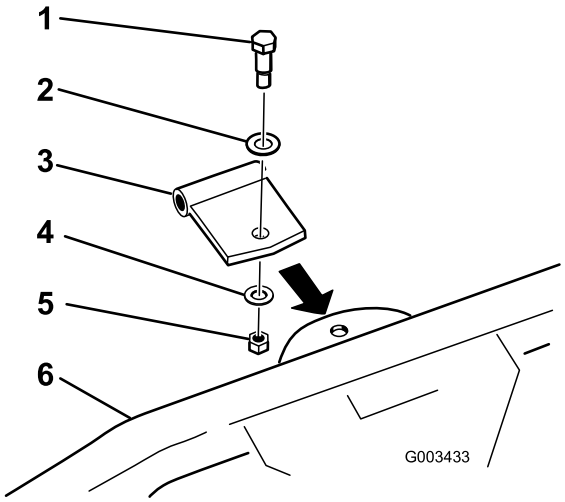

図 13
2. ショルダ･ボルト、ワッシャ（0.531 x 1.063）、ワッシャ（0.469 x 0.922）、ロックナット（7/16 in）を使い、図 13のようにストレート･ピボット･ブラケットをスプリング･レーキに取り付ける。